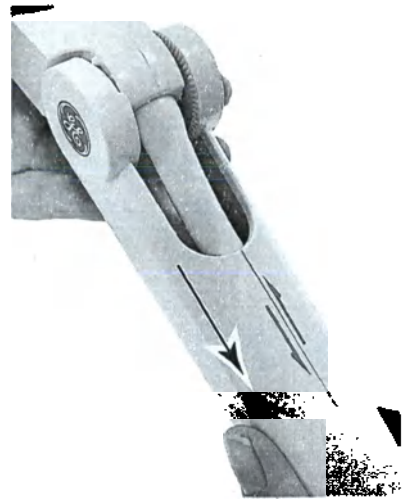

Рис. 11-20. Разделение двух частей рукоятки
2. **Возьмитесь за датчик и потяните левую часть (с логотипом GE) в направлении, указанном стрелкой, чтобы разъединить две части рукоятки; см. Рис. 11-20.**